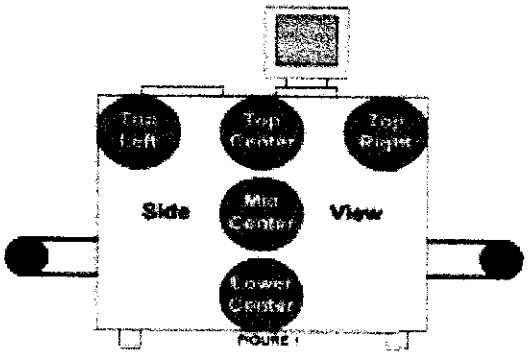

FIGURE 1
2. While holding the meter 5 centimeters (about 2 inches) from the surface, take readings in the area of the circles shown (Figure 1 above) on **BOTH** sides (Left and Right) of the X-ray machine (total of 18 readings):